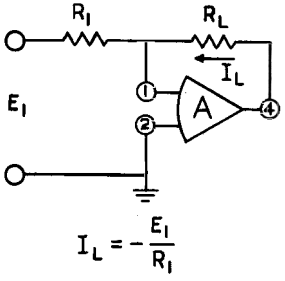

Fig. 19. Inverting amplifier as a linear current output device.
So far, we have considered voltage as the output of the inverting amplifier, but it also finds wide application as a current supplying device. This is accomplished by placing the load in the feedback loop as in Fig. 19. Since pin (1) is ground potential, the current through R_I is $\frac{E_I}{R_I}$. No current flows into pin (1), so $I_L = \frac{-E_I}{R_I}$ which is independent of R_L. In similar configurations, the inverting amplifier can serve as a linear meter amplifier or deflection coil driver. Input impedance is R_I as before.